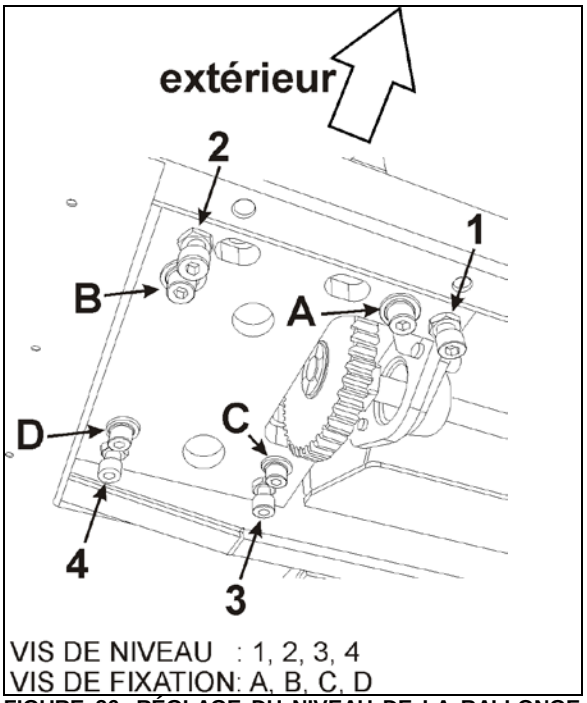
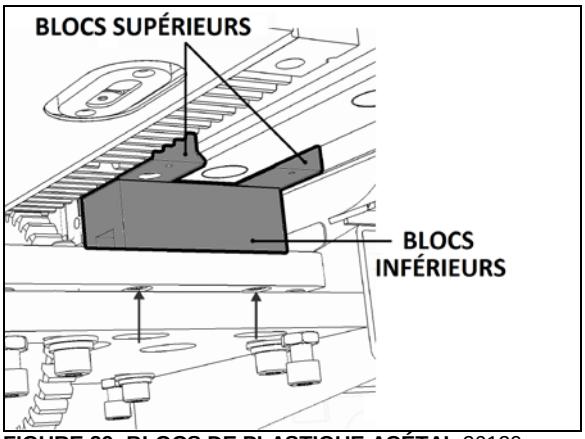

FIGURE 26: RÉGLAGE DU NIVEAU DE LA RALLONGE COULISSANTE 26053
FIGURE 29: BLOCS DE PLASTIQUE ACÉTAL 26120
4. Depuis le panneau d'accès au mécanisme, démonter les vis A, B, C & D (voir la Figure 26).
Le niveau de la rallonge coulissante est réalisé en ajustant la hauteur des vis de niveau 1, 2, 3 et 4 sur la plaque de support du palier linéaire (Figure 26). Lorsque la rallonge coulissante est au bon niveau, les vis de retenue, A, B, C et D maintiennent la plaque de support en place sur les vis de niveau. Aussi, les vis de retenue empêchent la rallonge coulissante de basculer à l'intérieur du véhicule pendant la rétractation.
La rallonge coulissante est légèrement inclinée. Pendant la rétractation, les butées de limite supérieures de la rentrée commencent par toucher la structure du véhicule, puis les butées de limite inférieures de la rentrée de la rallonge coulissante. Le réglage d'inclinaison se réalise en modifiant l'inclinaison de la plaque de support de palier linéaire, en utilisant les vis de mise à niveau 1 et 2 comme pivots et 3 pour régler l'angle (Figure 26).
2. Par le dessous de la plaque de support, démonter les vis de montage du bloc de plastique acétal (voir les trous oblongs sur la Figure 26 et les flèches sur la Figure 29).